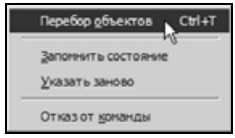

Рис. 7.44
- Щелкните правой кнопкой мыши на узкой грани в верхней части **Прокладки** и выполните из контекстного меню команду **Перебор объектов** (рис. 7.44).